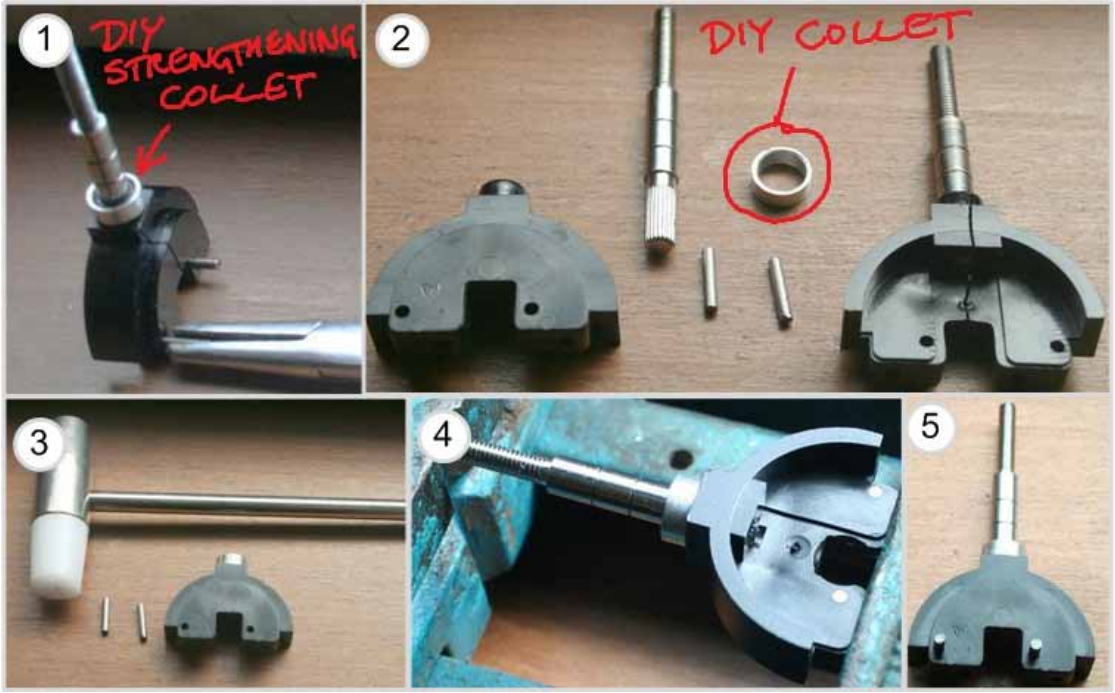

Figure 18 Assembling a new joystick (note: DIY strengthening collet modification)
4. If you are replacing the joysticks assemble the parts as shown in Figure 18. It may well be a good idea to add a strengthening collet (see Section 4.3) to the assembly to prevent future joystick failure as this is a fairly common issue.